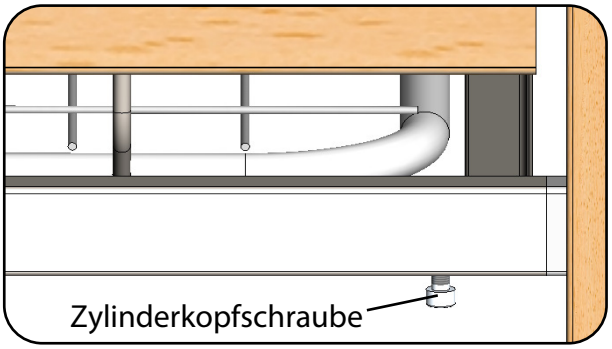

Abb. 6.6.05 – Zylinderkopfschrauben am Fußende des Liegeflächenrahmens
9. Lösen Sie die zwei Zylinderkopfschrauben am Fußende, die den Liegeflächenrahmen mit dem Stellteil verbinden (Abb. 6.6.05).